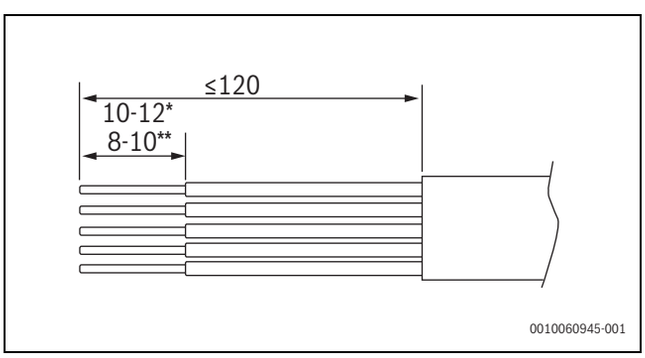

Bild 34 Kabel für den Netzanschluss abisolieren (mm)
- ▶ Anschlusskabel für die Stromversorgung durch die Kabeldurchführungen auf der linken Seite (1) führen. Mit 4,8 Nm Drehmoment anziehen.
- ▶ CAN-BUS-Anschlusskabel durch die Kabeldurchführungen auf der rechten Seite (2) führen. Mit der Hand anziehen.
- ▶ Kabel wie in →Bild 34 gezeigt abisolieren.